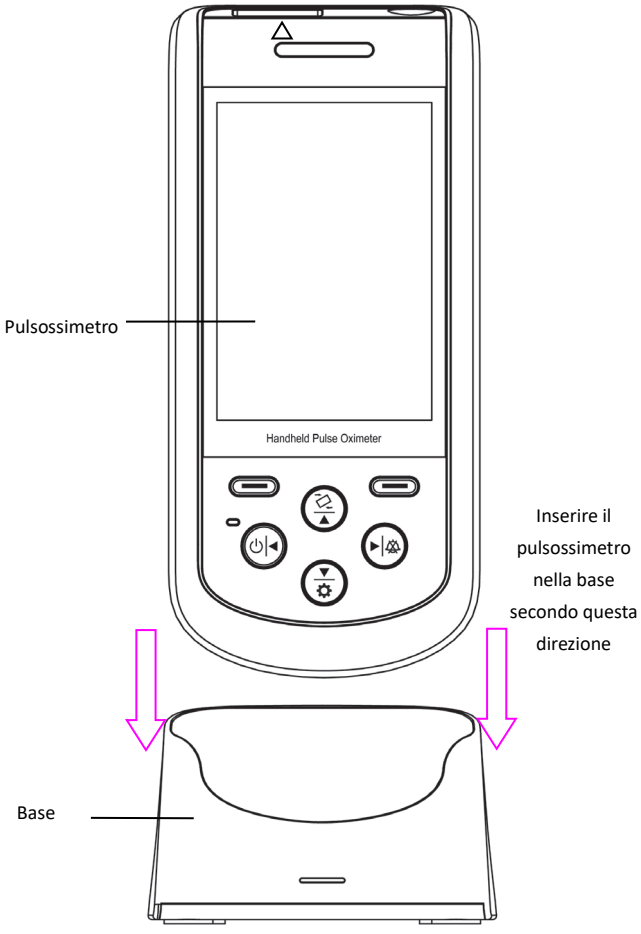

Figura 2.2 Collegamento tra pulsossimetro e base
2) Inserire correttamente il dispositivo nella base, e fare attenzione ai segni di polarità, come mostrato nella figura 2.2.